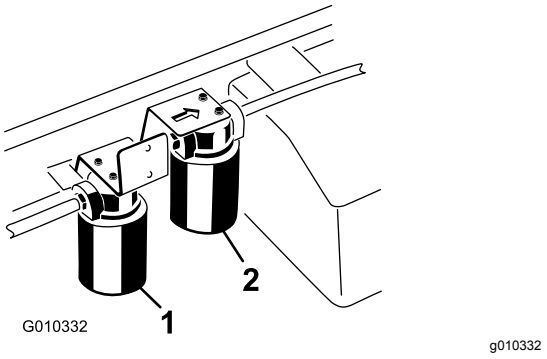

Rysunek 68
3. Umieść miskę drenażową pod filtrem i wyjmij filtr (Rysunek 68).
1. Oczyścić powierzchnię wokół miejsca montażu filtra o wysokim wydatku (Rysunek 68).